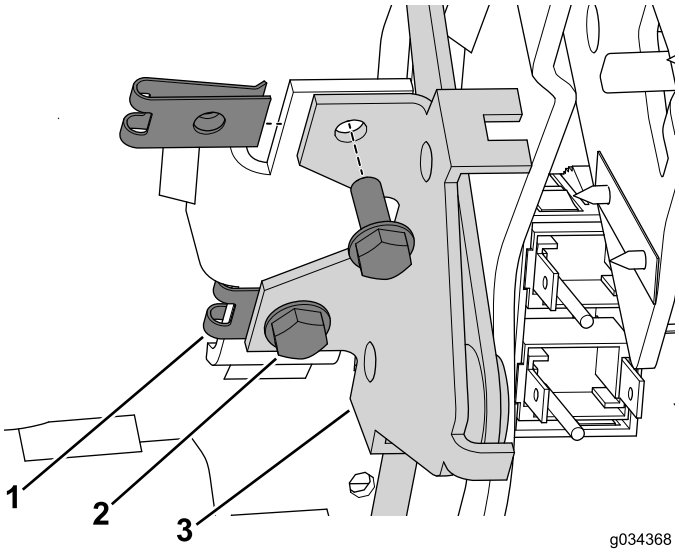

图19
3. 将插片螺母安装到控制台总成上的安装座（图19）。
4. 使用 2 个螺栓（#10 x 1/2 英寸）将阻风门控制杆总成固定到控制台上（图19）。